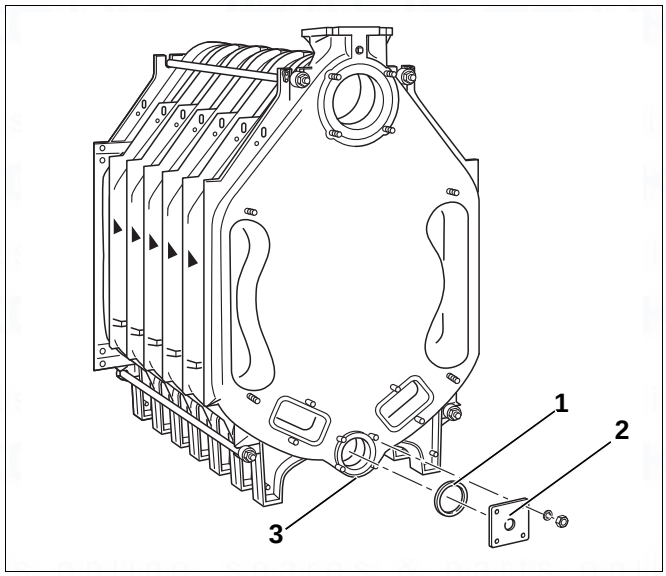

Fig. 26 Fitting the flange
- Close off lower boiler hub (Fig. 26, [3]) at the front and rear. To do this, place corresponding seal (Fig. 26, [1]) on the relevant boiler hub and screw on flange cover with edge length 110 mm.
In this case, the flange with the tapped hole (R ¾) for the fill and drain connection (Fig. 26, [2]) is mounted on the rear of the boiler.